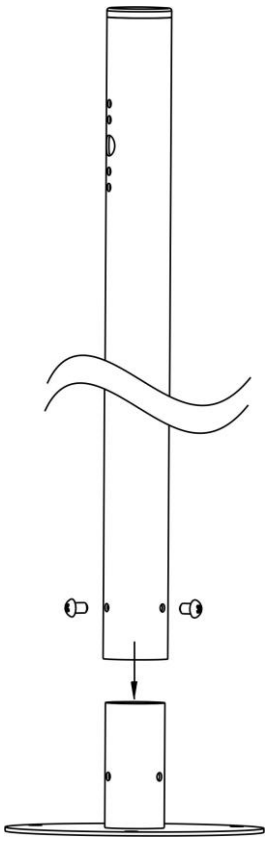

Рисунок 5. Соединение трубы с основанием
2. Соединить трубу с основанием с помощью 3-х винтов М6х12, входящих в комплект поставки, пропустив провода линии связи внутри трубы (см. рис.5).